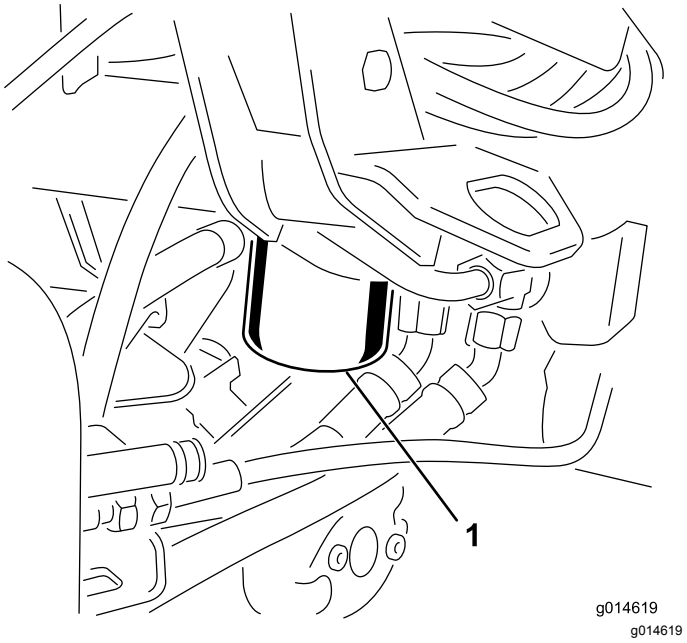

Rysunek 45
1. Wyczyścić obszar wokół mocowania filtra (Rysunek 45). Umieścić miskę pod filtrem i usunąć filtr.